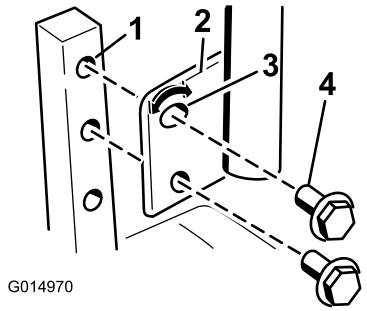

Figuur 24
1. Verwijder de 2 bouten waarmee de rijhendels is bevestigd aan de schacht van de bedieningsarm (Figuur 24).
2. Zet de rijhendels in de volgende groep openingen. Zet de hendel vast met de 2 bouten (Figuur 24).
2. Draai de onderste bout los totdat u de rijhendels naar voren of naar achteren kunt bewegen (Figuur 24). Draai de moeren aan om de rijhendels vast te zetten in de nieuwe stand.